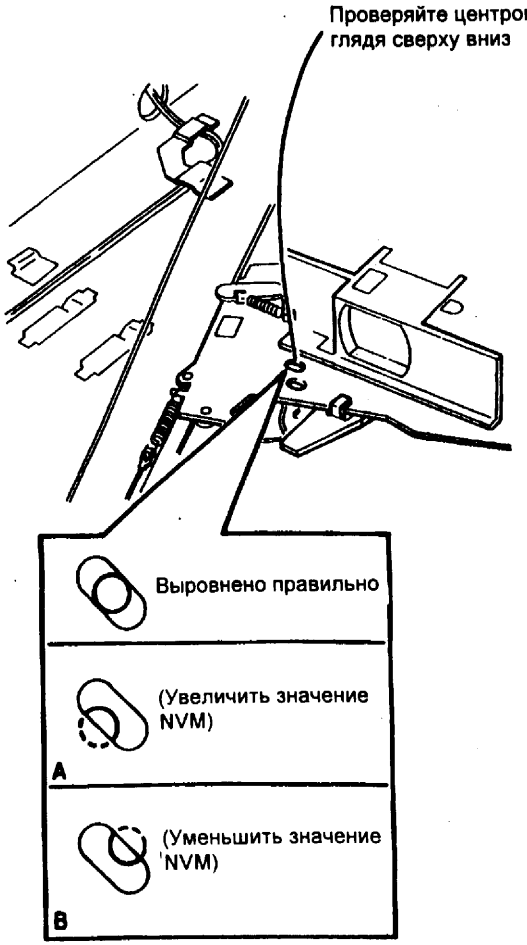

Рис. 1 Выравнивание каретки объектива
3. (Рис. 1) Глядя сверху вниз проверьте, выровнены ли друг относительно друга отверстие на каретке объектива и соответствующее отверстие на корпусе аппарата. Если они выровнены правильно, переходите к шагу 4. Если же нет, выполните **Регулировку степени воспроизведения размера изображения A.**